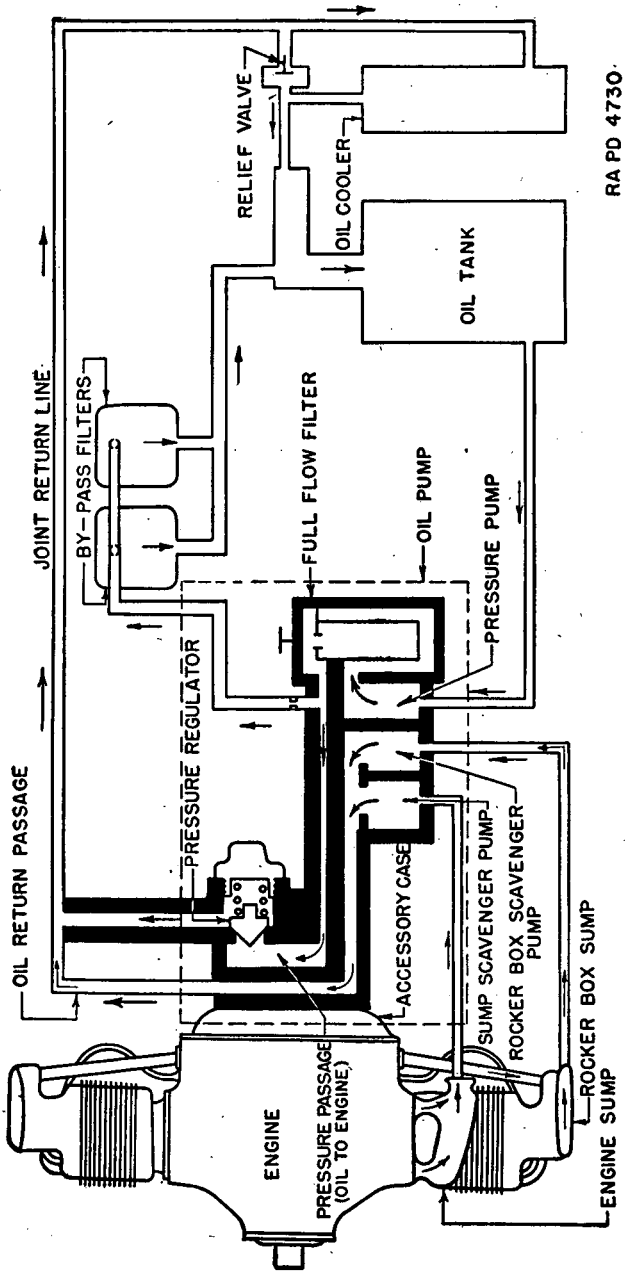

FIGURE 39.—Oil circulation diagram, Guiberson Diesel engine.
66. Engine lubrication.—*a. Engine oil circulation* (fig. 39).—Oil is drawn from the oil tank and delivered under pressure through a full flow oil filter into a cored passage in the accessory housing. Part of this oil is forced by the spring-loaded pressure regulating valve into a second cored passage which is connected to the oil return line. A small part of the oil on the pressure side of this pump is passed slowly through the two clarifiers for the purpose of removing small particles of dirt and carbon in the oil. The remaining oil is used to lubricate the various parts of the engine. See figure 57 for the external engine oil circulating diagram. The oil pressure must not be less than 40 pounds per square inch with 160° F. oil at 500 rpm and a maximum of 95 pounds per square inch at 2,250 rpm. Normal oil pressure at 2,250 rpm is 85 pounds per square inch.
(2) *Bypass filter.*—To remove the smaller particles of carbon and dirt in the lubricating oil, two large oil filters connected in parallel, are used (fig. 39).